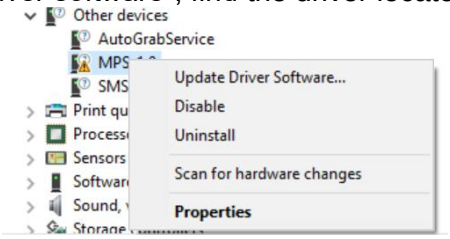

Figure 17
1. Open the Device Manager and select update driver software (see figure 17).